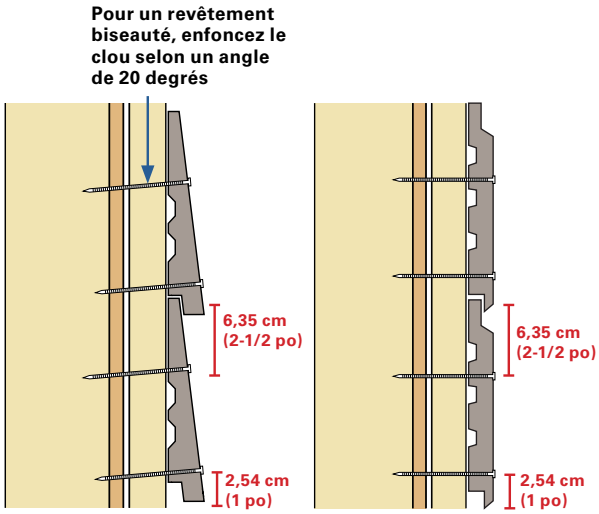

Fig. 16 Fig. 17
- Pour un revêtement biseauté, clouez à 2,54 cm (1 po) du bas et à 6,35 cm (2-1/2 po) du bord supérieur de la planche selon un angle de 20 degrés, pour empêcher le bombement. *(Voir la figure 16)*